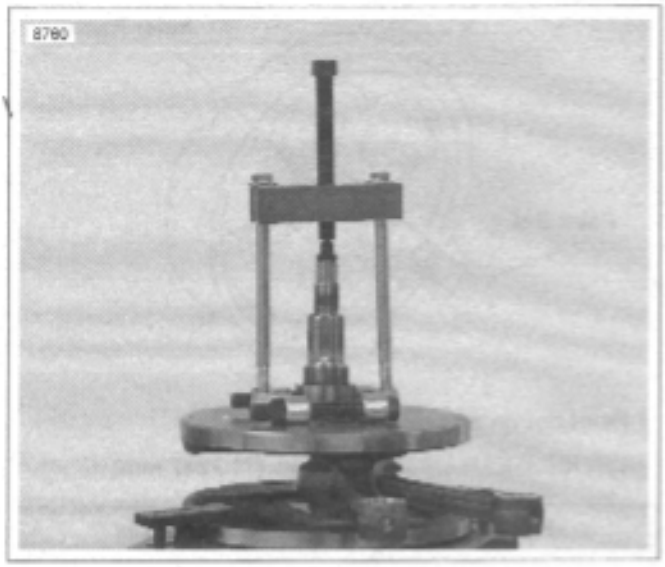

Figure 3-138. Removing Sprocket Shaft Inner Bearing Race
6. See Figure 3-138. Place flywheel assembly in FLYWHEEL SUPPORT FIXTURE (Part No. HD-44385). Pull sprocket shaft bearing inner race with WEDGE ATTACHMENT for CLAW PULLER (Part No. HD-95637-46A) with BEARING RACE REMOVER/INSTALLER (Part No. HD-34902B) and END CAP (Part No. HD-34902-7).